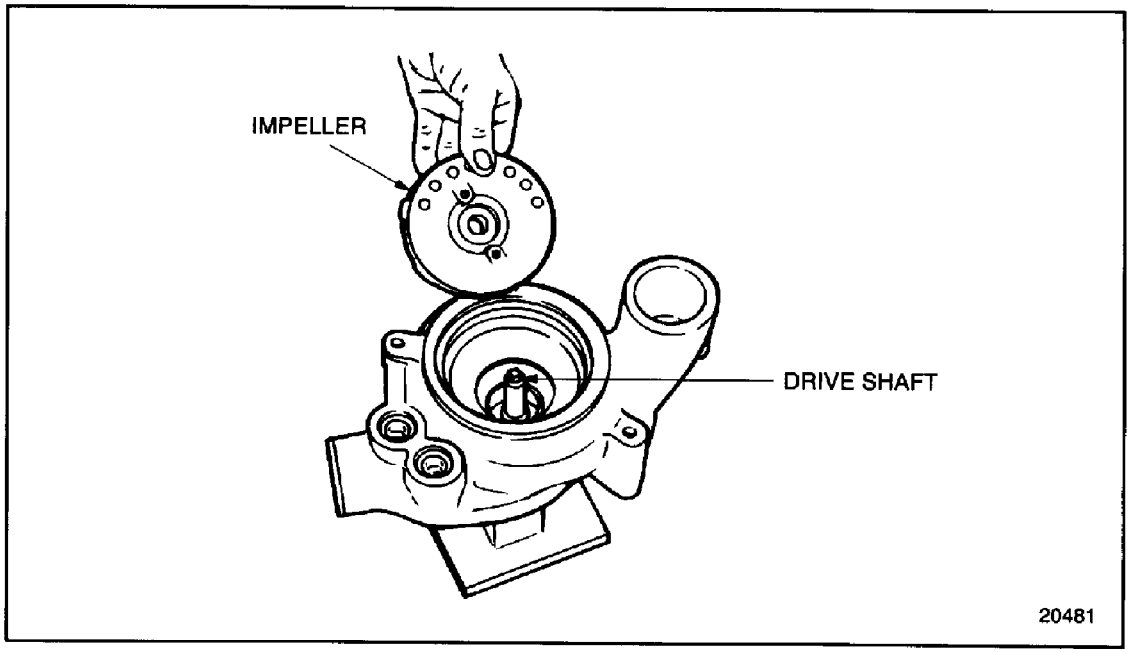

Figure 4-30 Water Pump Impeller Installation (GCM)
19. With the water pump housing still housed in tool J 35988-2, part of tool set J 35988-D, and located on a press bed, position the impeller over the square end of the drive shaft with the vanes of the impeller facing down. See Figure 4-30.